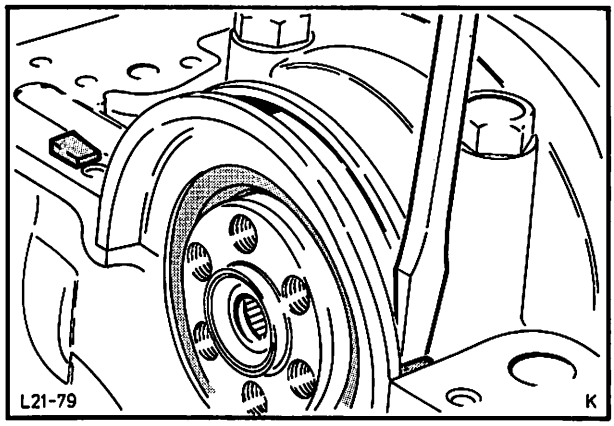

Abb. 169 Dichtkeile hinterer Hauptlagerdeckel eintreiben
42. Dichtkeile – hinterer Hauptlagerdeckel mit einem stumpfen Schraubenzieher eintreiben. (Die runde Seite des Dichtkeiles ist mit einer roten Farbmarkierung gekennzeichnet und muß bei der Montage zum Lagerdeckel zeigen), Abb. 169.